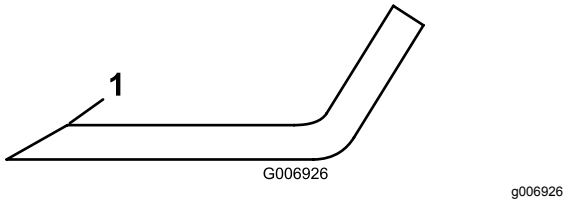

Figur 90
5. Undersøk kniveggen på alle knivene. Slip kniveggene hvis de er sløve eller har hakk. Slip kun toppen av kniveggen og behold opprinnelig kuttevinkel for å være sikker på at kniven er skarp (Figur 90).